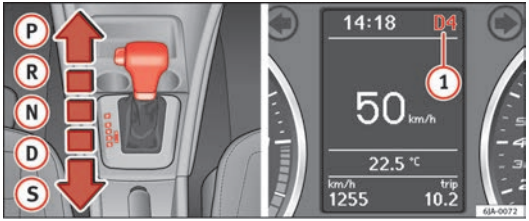

Fig. 106 Selector lever/Informative display: selector lever positions
The current position of the selector lever is shown on the general instrument panel display (1) ⇒ Fig. 106.
– From position **D**, push the selector lever to the right. The selected position of the selector lever is shown on the general instrument panel display together with the gear engaged (1) ⇒ Fig. 106.